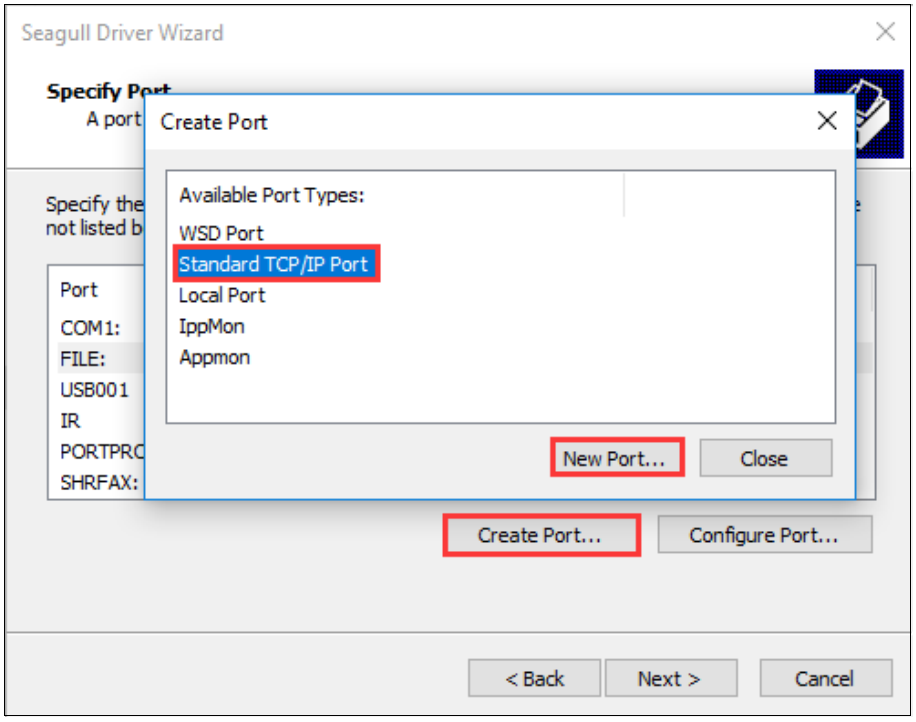

Figure 2-41 Create Port
5. On the "Specify Port" screen, click "Create Port…" to bring up "Create Port" dialog box, select "Standard TCP/IP Port" - "New Port…", as shown in Figure 2-41.